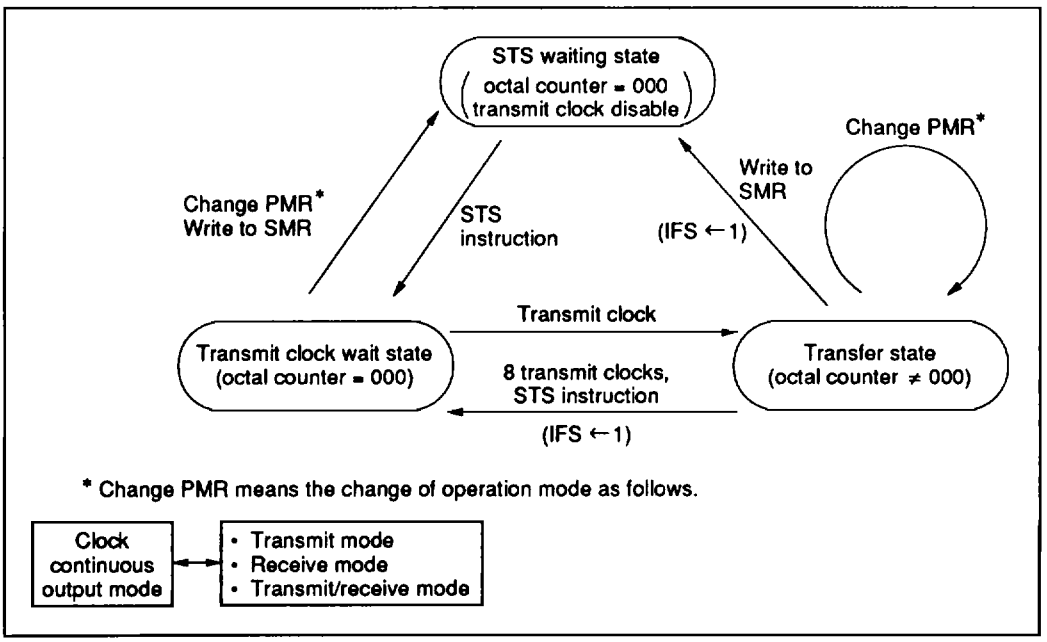

**Figure 19 Serial Interface Operation States**
**Operating State of the Serial Interface:** The serial interface has three operating states: the STS waiting state, transmit clock wait state, and transfer state, as shown in figure 19.